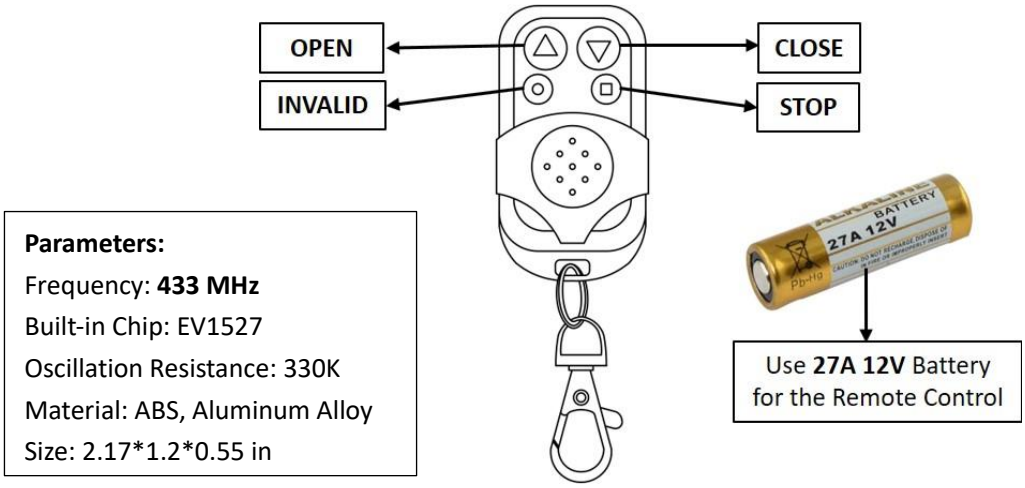

Fig.15
7. Remote Control Operation (Fig.15)